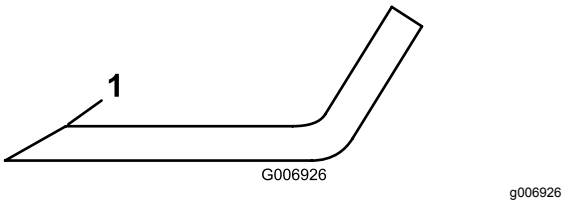

图 72
4. 检查所有刀片的刀刃如果刀刃变钝或出现裂口应打磨刀刃的边缘保持最初的切割角度以保证锋利度图 72。